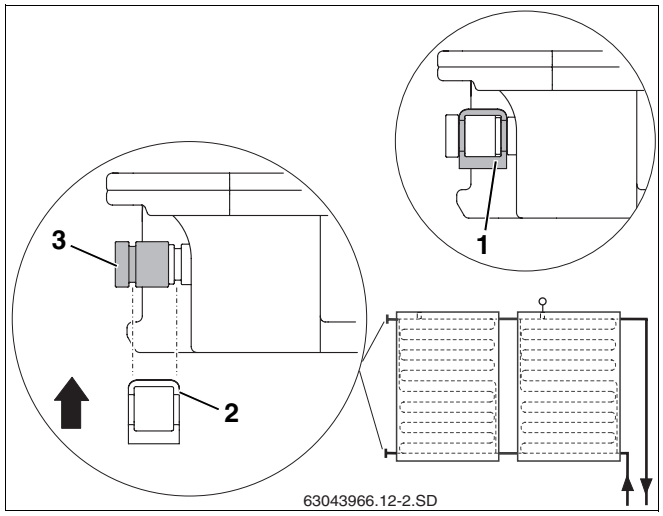

Abb. 42 Verschlusskappe mit Klammer sichern
- Verschlusskappe mit den O-Ringen (Abb. 42, **Pos. 3**) auf den Kollektoranschluss schieben.
- Klammer (Abb. 42, **Pos. 2**) zur Sicherung des Anschlusses über Verschlusskappe und Kollektoranschluss schieben.
- Sichern Sie jede Verschlusskappe mit einer Klammer (Abb. 42, **Pos. 1**).